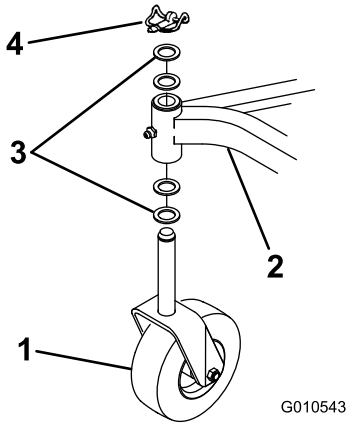

Figura 5
2. Rimuovete gli acciarini e le 2 rondelle di spinta spedite su ogni gruppo ruota orientabile. Lasciate 2 rondelle di spinta su ogni albero, inserite gli alberi nel tubo di montaggio del telaio e installate le rondelle di spinta e gli acciarini (Figura 5).